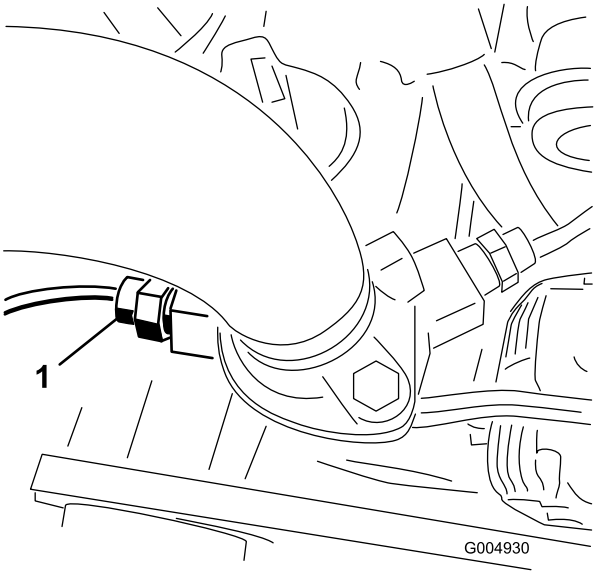

**Rysunek 15**
2. Odłącz przewód elektryczny i zdemontuj przełącznik termiczny z lewej strony obudowy termostatu silnika (Rysunek 15). Wyrzuć przełącznik.